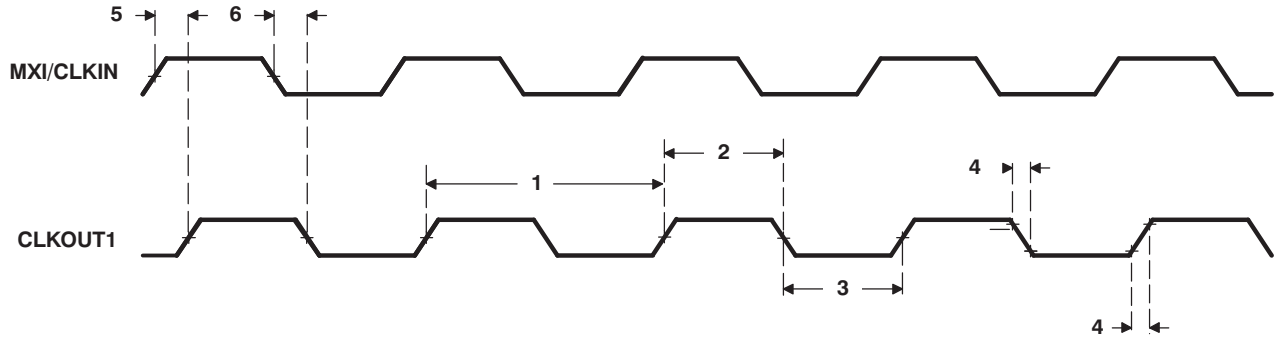

Figure 5-9. CLKOUT1 Timing
Table 5-7. Switching Characteristics Over Recommended Operating Conditions for CLKOUT1(1) (2) (see Figure 5-9)